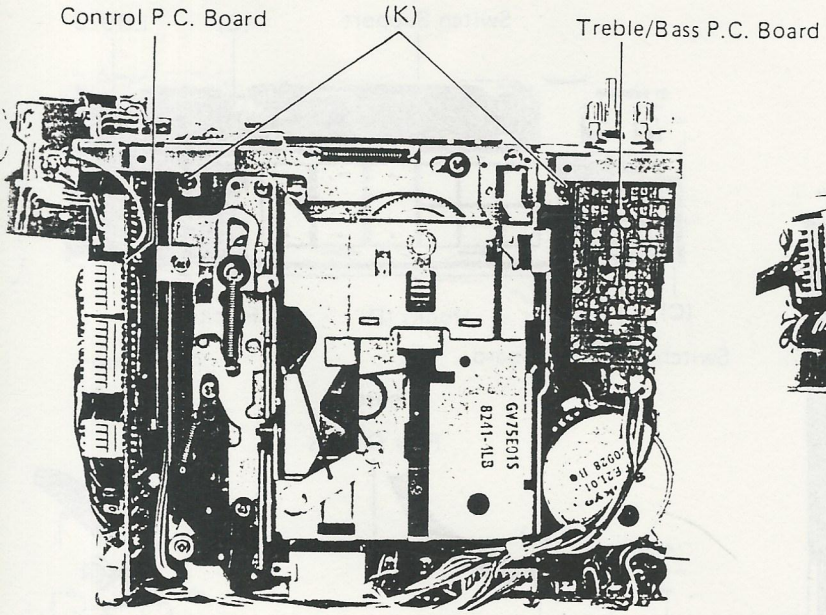

Figure 10
(1) Remove two screws (K) shown in Figure 10.
(2) Disconnect all lead wires from the P.C. Board.
(3) Remove the cassette deck assembly.